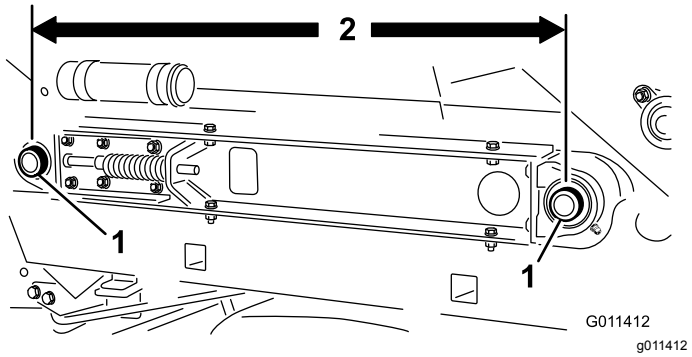

Figuur 27
3. Controleer of de middelste afstand tussen de rolassen van de transportband (Figuur 27) aan elke kant van de machine gelijk is — ongeveer 89,5 cm.